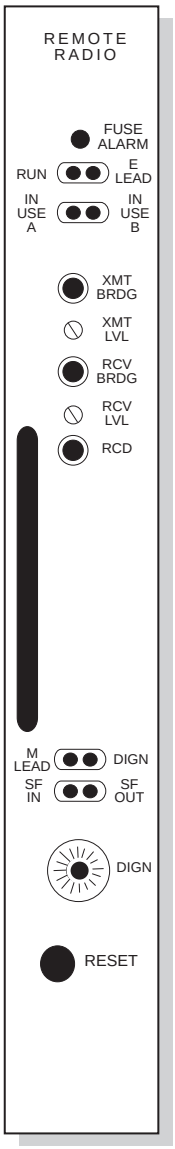

*Figure 5-28. Remote Radio Processor Front Panel*
***Front Panel Controls and Indicators.*** The front panel is illustrated in **Figure 5-28**. **Table 5-20** defines the control and indicator functions.